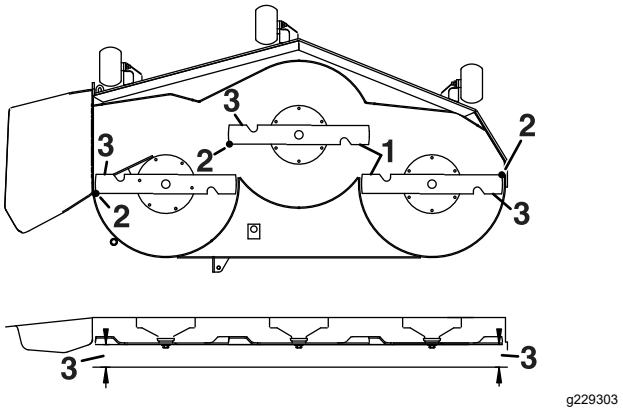

Figur 72
5. Mät mellan de yttre knivseggarna och den plana ytan (Figur 72).